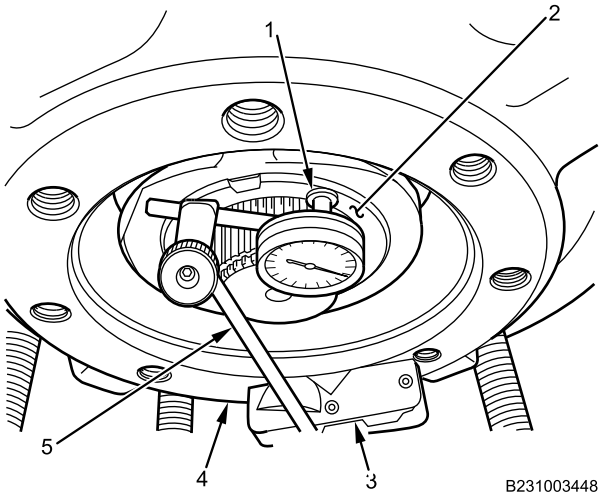

Figure 17. Dial Indicator.
8. Position dial indicator mounting base (Figure 17, Item 3) on machined face of wheel hub (Figure 17, Item 4) securely.
9. Position end of dial indicator plunger (Figure 17, Item 1) against edge of bearing spindle (Figure 17, Item 2).
14. Apply 1/8-inch continuous bead of RTV silicone sealant to hub mounting surface (Figure 17, Item 4) of drive flange.